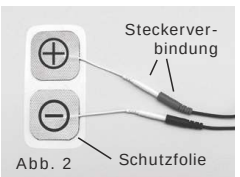
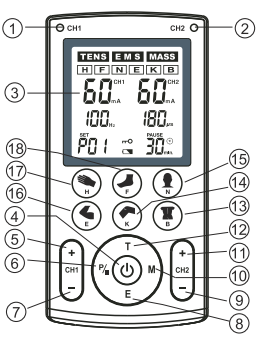

Abb. 2
Abb. 3
Schritt 2: Stecken Sie eines oder beide Verbindungskabel in die Steckerbuchse(n) des Gerätes (siehe Abb. 1). Schließen Sie dann die Klebeelektroden über die Steckerverbindungen an (siehe Abb. 2). Das Gerät dabei muss dabei ausgeschaltet sein!
Schritt 4: Drücken Sie zum Einschalten des Gerätes die Starttaste ④ (⏻)(Abb. 3). Stellen Sie das gewünschte Anwendungsprogramm mit den Tasten ⑫ (T) = TENS, ⑧ (E) = EMS oder ⑩ (M) = MASSAGE ein. Außerdem können Sie mit den Direktwahltasten ⑬ (B) = Rücken, ⑭ (K) = Kniegelenk, ⑮ (N) = Nacken, ⑯ (E) = Ellenbogengelenk, ⑰ (H) = Hand und ⑱ (F) = Fuß spezielle Programme für die angegebenen Körperbereiche wählen.
Schritt 8: Halten Sie zum Ausschalten des Gerätes die Taste ④ (⏻) (Abb. 3) gedrückt. Entfernen Sie die Stecker des Verbindungskabels vom Gerät und den Klebeelektroden. Nehmen Sie dann die Klebeelektroden vom Körper ab und kleben Sie sie wieder auf die Schutzfolie auf (Abb. 2).
ACHTUNG: Falls während der Anwendung Störungen auftreten oder Sie die Anwendung sofort beenden möchten, halten Sie die Taste ④ (⏻) (Abb. 3) gedrückt. Bei jeder Betätigung der Tasten wird ein akustisches Signal (Piepton) wiedergegeben.